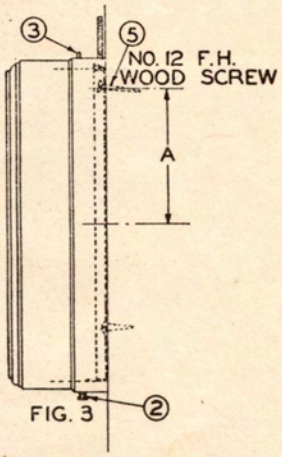

FIG. 3
1. Remove case front from metal back. Front (1) can be removed by loosening knurled screw (2) at bottom and lifting case off of pin or lip (3) at top. Remove straight out to prevent bending dial.
2. Screws for mounting clock on wall will be found fastened to left hand battery shelf at (4). Insert the large mounting screw (5) in wall with head pointing up. Locate screw directly above point where dial center is desired. Distance between dial center and mounting screw (Dimension A Fig. 3) can be ascertained from table below.